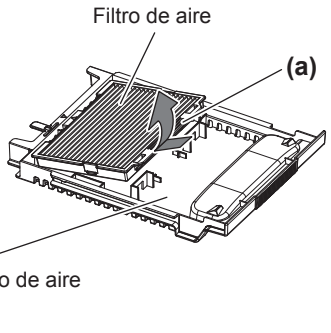

Figura 3
**3) Saque el filtro de aire de la caja del filtro de aire. (Figura 3)**